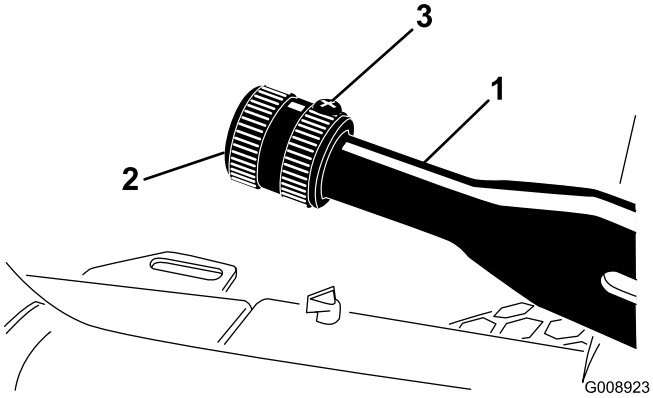

Figur 68
1. Løsne setteskruen som fester knotten til parkeringsbremsespaken (Figur 68).